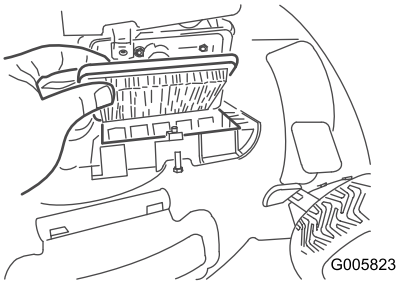

Figur 35
3. Skift ut luftfilteret (Figur 35).